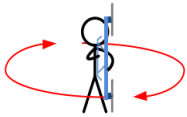

Fig.2
(4) Fig2 사진처럼 멀티콥터를 세로로 잡고 (이때 기수는 밑을 향하도록) LED 표시등이 꺼질때까지 360 도 회전해 주세요. LED 표시등이 꺼지게 되면 교정은 끝난 것 입니다.